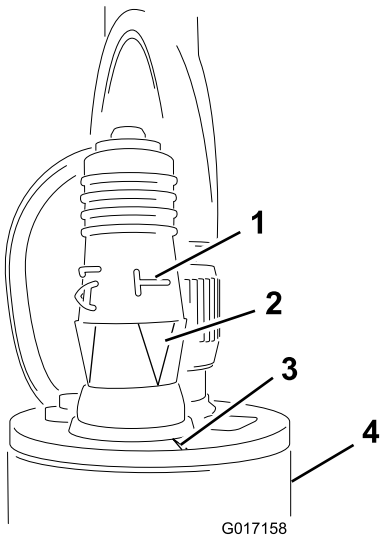

Figuur 14
5. Plaats de instelplug op de sensor (Figuur 14).
Belangrijk: Zorg ervoor dat de pijl onder de zijdelingse T uitgelijnd is met de inkeping aan de bovenrand van de sensor (Figuur 14).